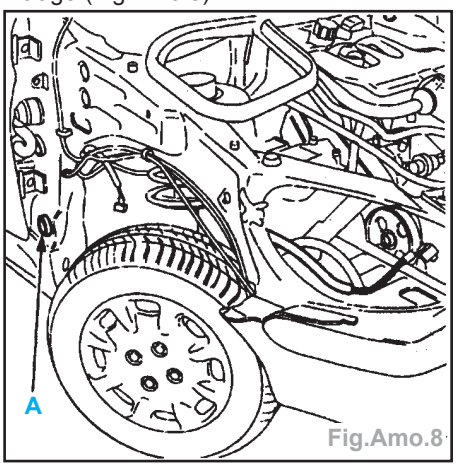

Fig.Amo.8
- Engager l'aile dans la butée (**A**) de centrage (Fig.Amo.8).